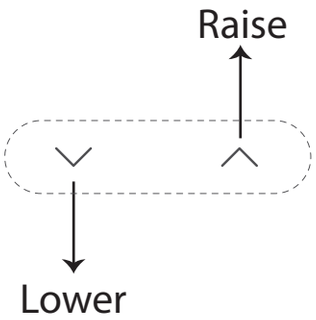

Fig. 14 — Up or Down Arrows (Lower and Raise)
1. Press the **UP** or **DOWN** arrow (Lower or Raise (see Fig.14)) to set the room temperature.